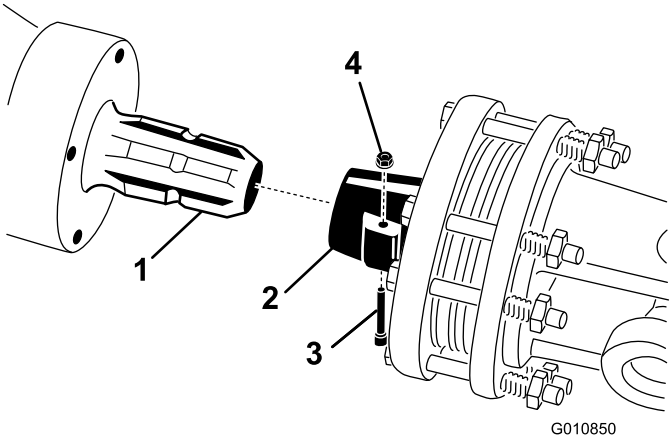

**Figuur 19**
1. Verwijder de pen en moer van de aftakas (Figuur 19).
2. Sluit het uiteinde van de aftakas aan op de ingangsas van de tandwielkast van de beluchter met behulp van de pen en moer die u eerder hebt verwijderd (Figuur 19). De pen kan maar op één manier worden geplaatst.